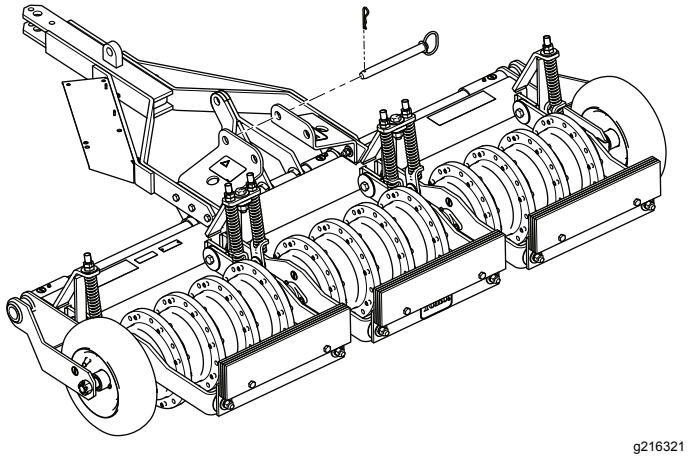

Rysunek 8
5. Zamontuj sworzeń blokujący i zabezpiecz go za pomocą małego sworznia z zawleczką w sposób pokazany na Rysunek 8.